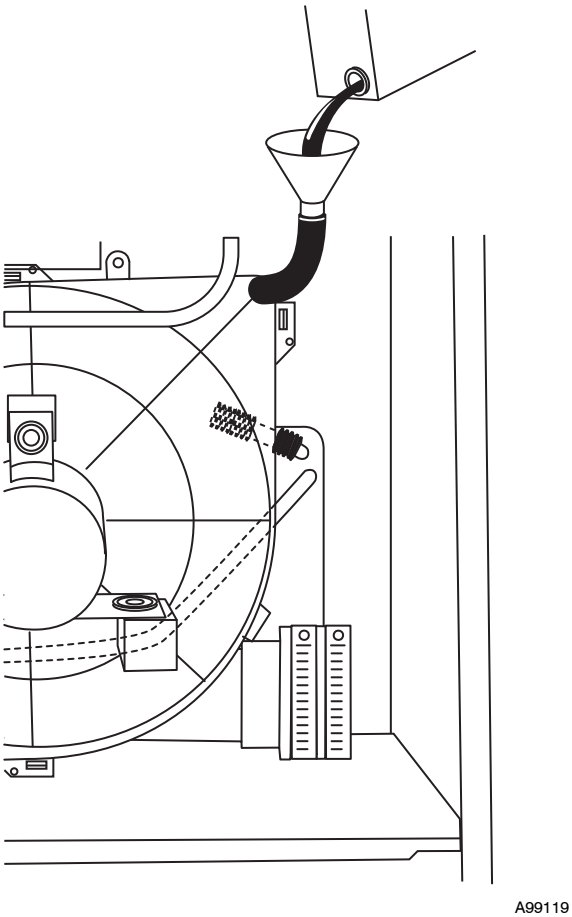

Fig. 48 - Filling Condensate Trap
4. Pour 1 quart of water into funnel/tube. Water should run through inducer housing, overfill condensate trap, and flow into open field drain. (See Fig. 48.)